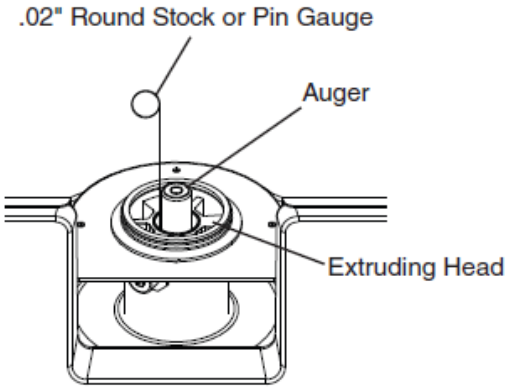

Fig. 6
6) Grasp the top of the auger and move the auger towards you and then try to insert a 0.02“ round stock or pin gauge in between the back side of the auger shaft and the bearing surface. See Fig. 6. Check several locations around the auger shaft. If the gauge goes between the shaft and the bearing at any point or if the bearing is scratched or cracked, both the top bearing in the extruding head and the lower bearing in the housing should be replaced. Instructions for removing the extruding head and housing are located later in this procedure.